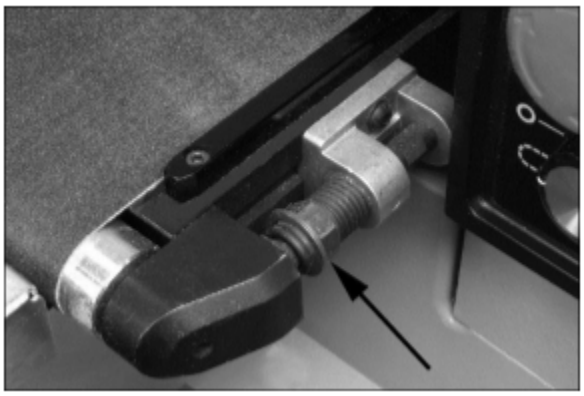

Рис. 11
2. С помощью 17 мм гаечного ключа отрегулируйте гайки натяжных винтов (Рис. 11). Произведите регулировку с обеих сторон транспортера, чтобы добиться приблизительно равного натяжения шлифовальной ленты по всей ширине.
2. Запустите транспортер и установите максимальную скорость его движения. Проследите, будет ли лента смещаться от центра в какую-либо из сторон транспортера. Если да, затяните или ослабьте гайку натяжного винта с *правой стороны* транспортера (Рис. 11).